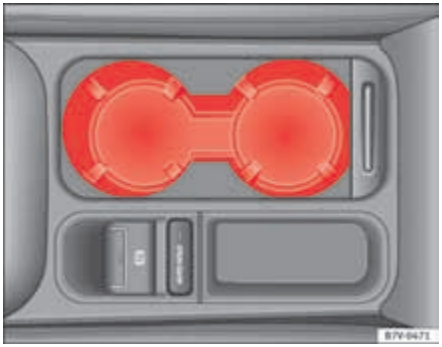

Fig. 122 Front centre console: cup holder.
- To *open*, move the cover backwards ⇒ fig. 122.